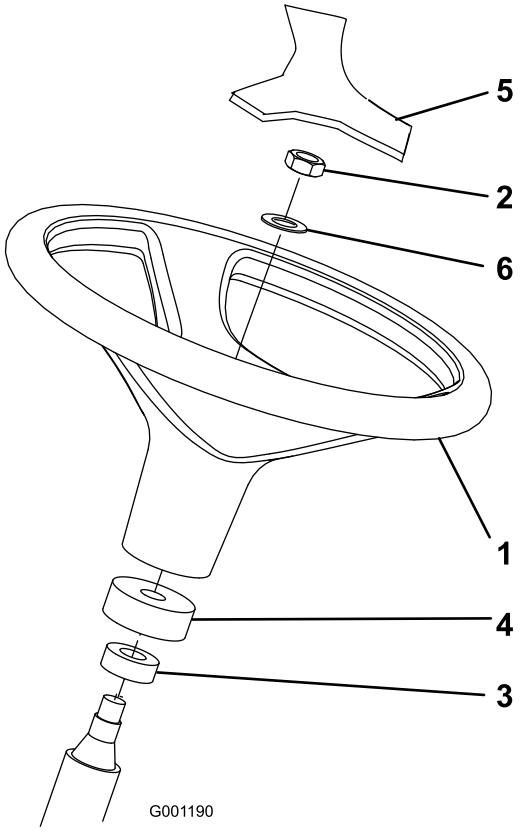

Figur 3
2. Fjern låsemutteren og skiven fra rattstammen. Kontroller at skumkragen og støvdekselet sitter på styreakselen (Figur 3).
3. Før rattet og skiven inn på rattstammen (Figur 3).
5. Monter dekselet på rattet (Figur 3).